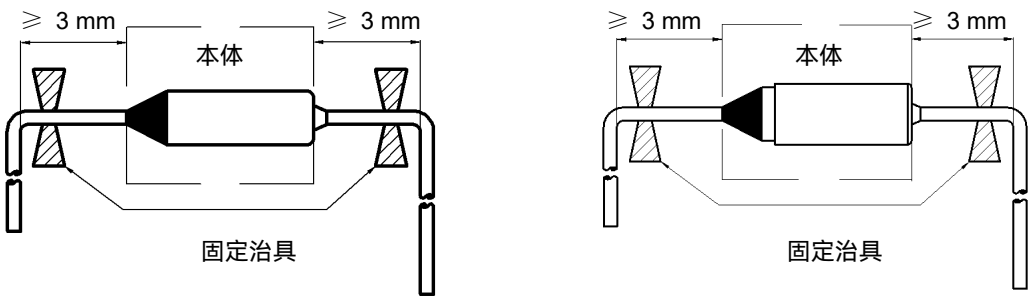

图1
2. 引线应在距离温度保险丝本体3 mm或以上的地方弯折（参考图1）。